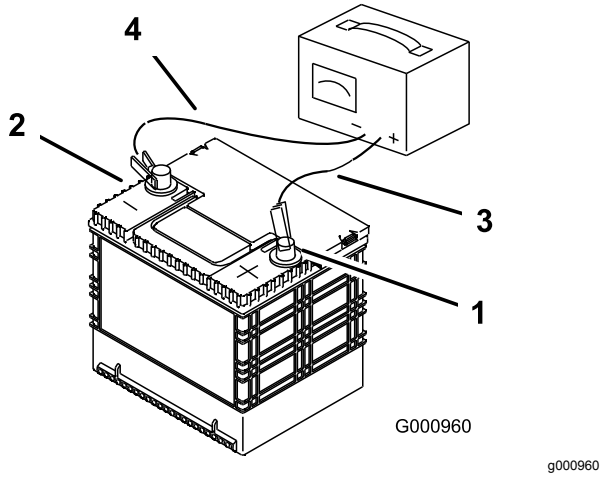

**Рисунок 52**
3. После полной зарядки аккумулятора отсоедините зарядное устройство от электророзетки и штырей аккумулятора (Рисунок 52).